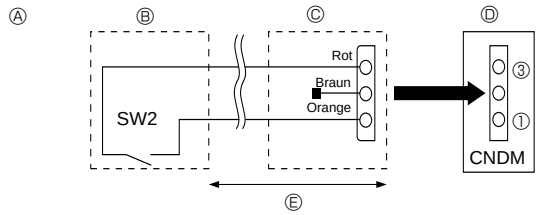

Fig. 9-2
9.2. Anforderungsfunktion (Veränderung vor Ort) (Fig. 9-2)